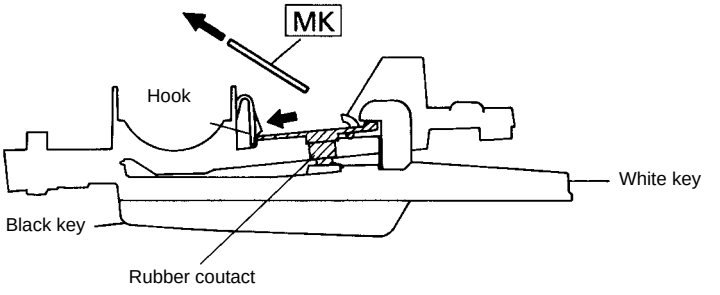

Fig.7
7-5 Remove the MK circuit board while pressing the fifteen (15) hooks inward, and then remove the rubber contact. (Fig. 7)